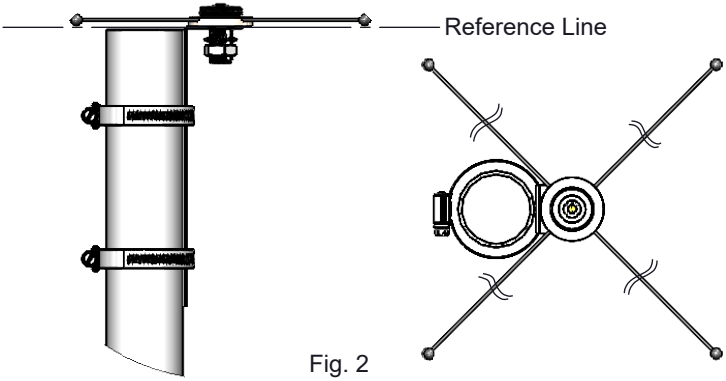

Fig. 2
D. Attach Antenna Adapter, L-Bracket, and Mounting Clamps onto support mast pipe as shown in Fig. 2.
(Fig. 2 shows the reference line. Mast pipe is to be installed below this line.)